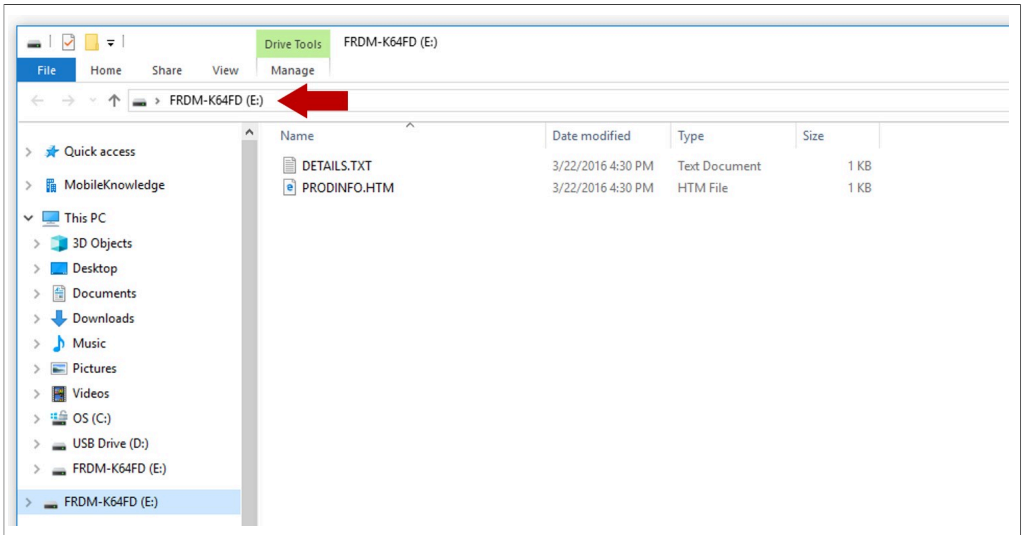

Figure 24. FRDM-K64F drive
2. When you plug the board, your laptop should recognize the board as an external drive as shown in Figure 24: